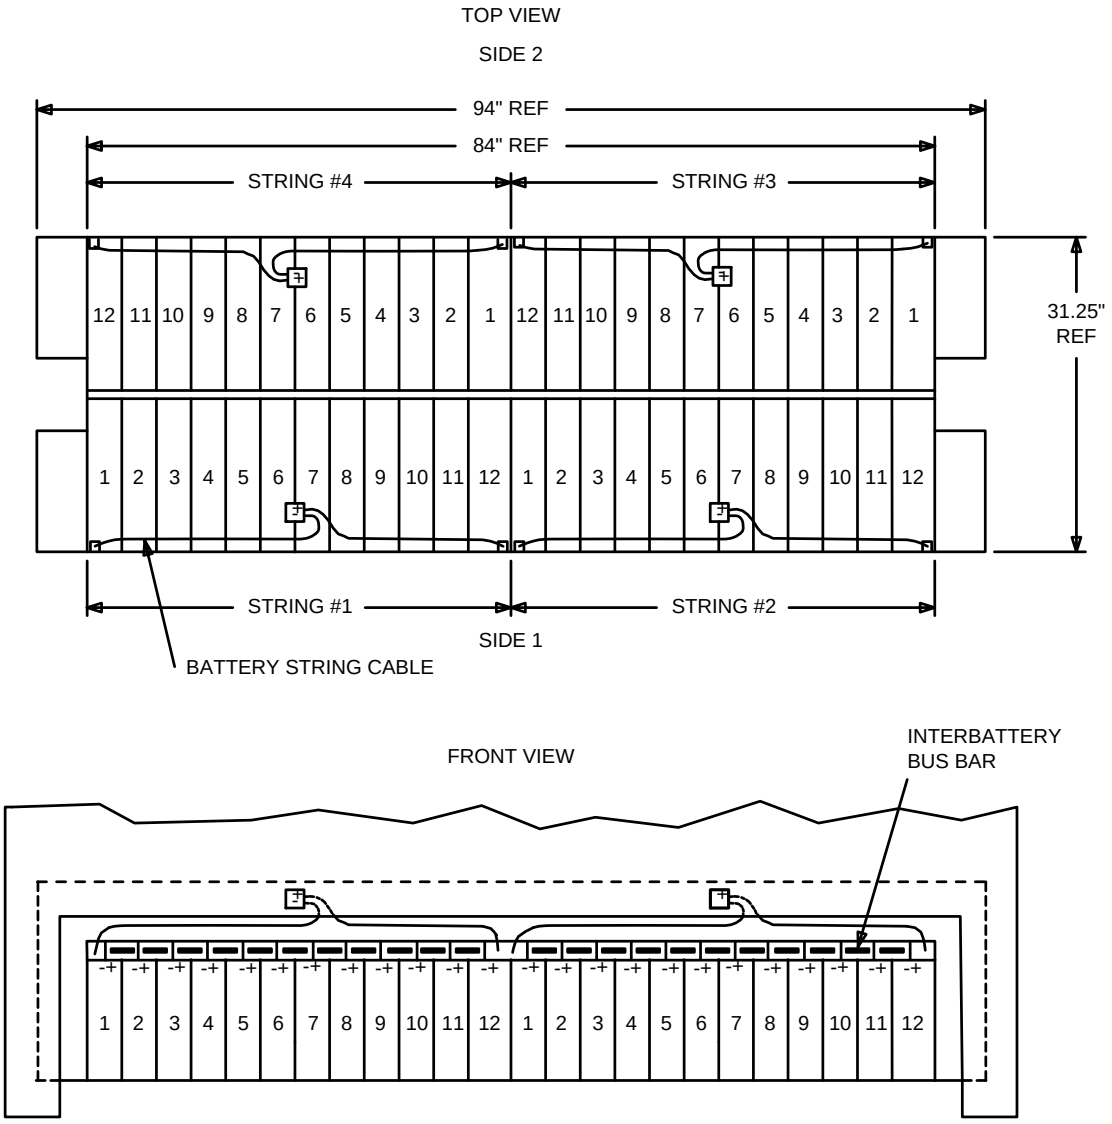

**Figure 1 – Layout of Lineage 2000 VR Series Batteries in 80E Cabinet**
10. Place all twelve batteries in the battery compartment as shown in Figure 1.